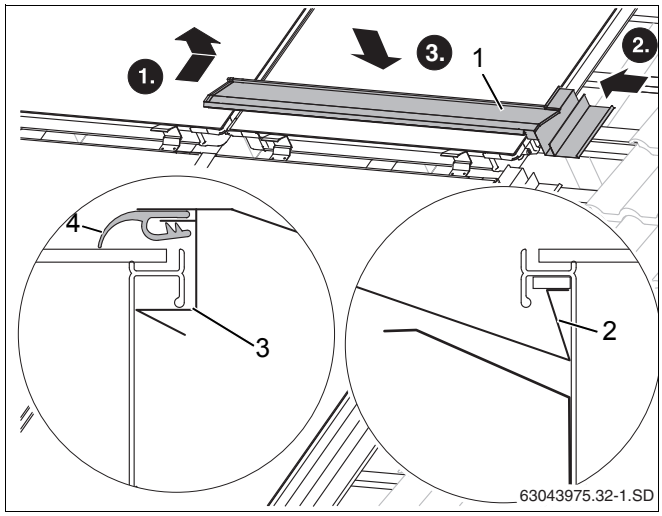

Рис. 51 Установка первого среднего накладного листа
- Уложите отогнутый край накладного листа (рис. 51, [2]) в раму коллектора.
- Подведите накладной лист (рис. 51, [1]) к коллектору и вставьте в правый боковой накладной лист.
- При нажатии на лист он входит под раму коллектора (рис. 51, [3]).
- Сверху на коллектор нужно уложить и вытянуть резиновый язычок (рис. 51, [4]).